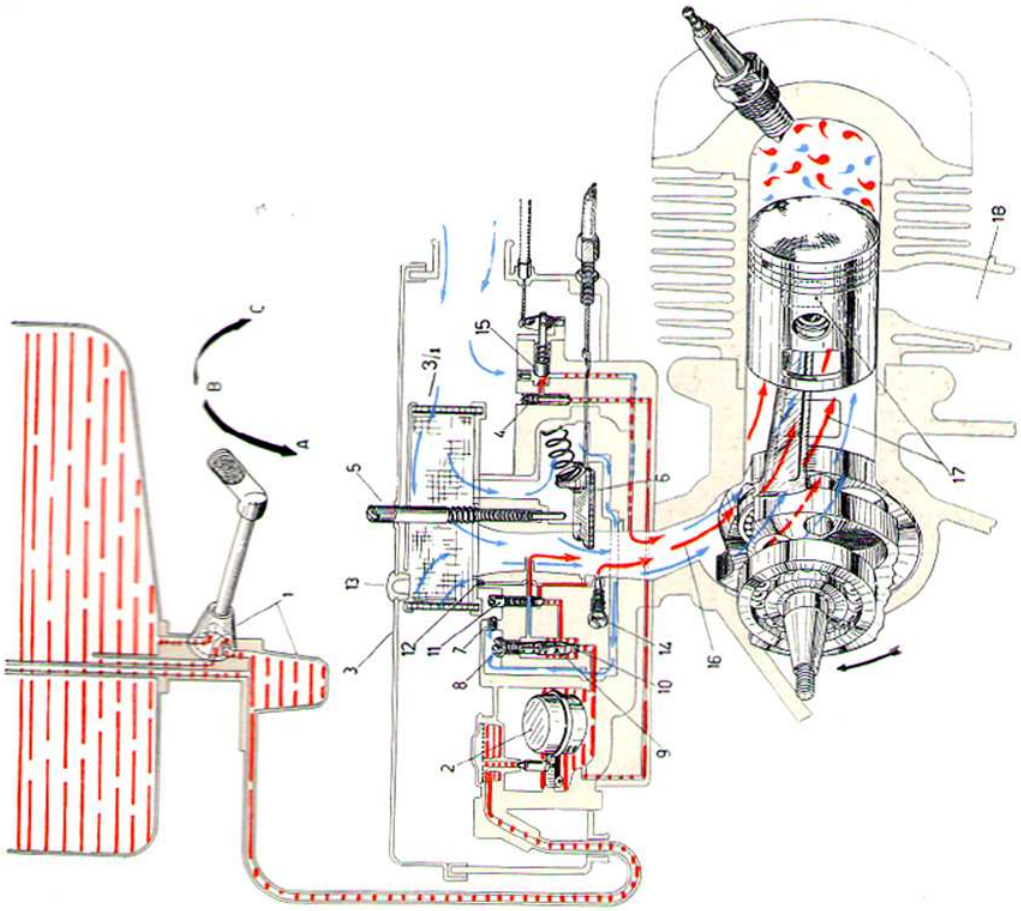

Fig. 9 - Schema dell'alimentazione e distribuzione
Per regolare il minimo, avvitare o svitare la vite zigrinata uscente dal coperchio del depuratore (fig. 9, n. 5).
— Sulla parete opposta al suddetto registro il depuratore ha un foro con tappo; smontato quest'ultimo si può accedere alla vite con molla che parzializza il condotto del minimo (fig. 9, n. 14). Per non influire sul funzionamento del motore ai bassi regimi, **non è consigliabile per il cliente** modificare la posizione di detta vite; in caso di necessità, rivolgersi alle Stazioni di Servizio.
2) - A motore fermo e con manopola comando gas completamente ruotata, immettere nel carburatore attraverso il foro sul depuratore aria (fig. 9, n. 13) 40 cm^3 di olio **Essolube 30 MS** oppure **Esso Motor Oil 30.**